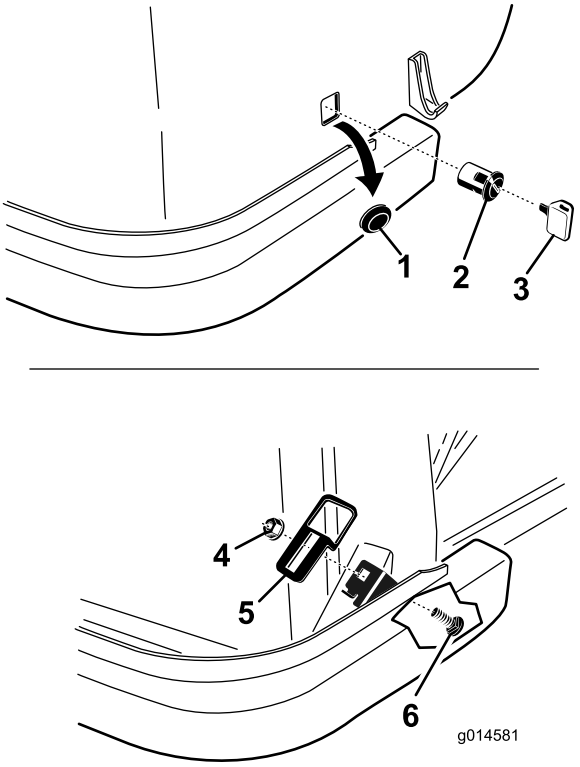

Figure 2
2. Remove the plug from the square hole in the right side of the hood. Discard the plug (Figure 2).
6. Locate the square hole in the tab on the right side of the frame member. Mount the latch plate to the tab with a carriage screw and flange nut. Position the latch plate as shown in Figure 2.